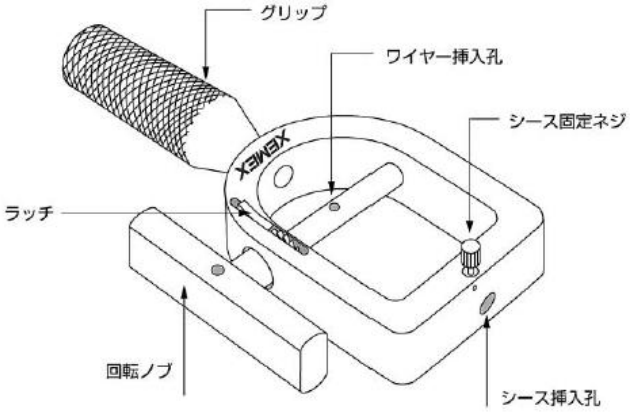
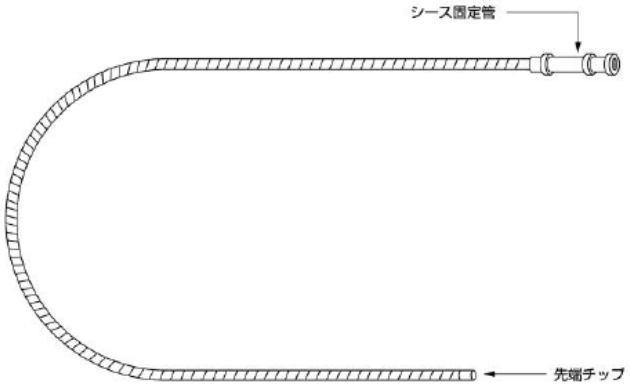

図 7. エンドトリプターハンドル
図 8. エンドトリプターシース
以上を行っても結石が外せない場合、4-5「結石除去が出来ない場合の対処方法」を参考にし、別売の弊社「エンドトリプター」(図 7・図 8)を用いて結石除去を行ってください。
8) 嵌頓の解除が困難な場合は、4-5「結石除去が出来ない場合の対処方法」を参考にし、別売の弊社「エンドトリプター」(図 7・図 8)を用いて結石破砕を試みてください。クラッシャーハンドルに異常が発生している可能性がありますので、クラッシャーハンドルを交換して、最初から砕石の操作を行ってください。
2) 嵌頓の解除が困難な場合は、4-5「結石除去が出来ない場合の対処方法」を参考にし、別売の弊社「エンドトリプター」(図 7・図 8)を用いて結石破砕を試みてください。
3) ワイヤに被せて弊社品エンドトリプターシース LBETS (別売品、図 8) を挿入します。
6) 嵌頓の解除が困難な場合は、4-5「結石除去が出来ない場合の対処方法」を参考にし、別売の弊社「エンドトリプター」(図 7・図 8)を用いて結石破砕を試みてください。
エンドトリプターはエンドトリプターハンドル（図 7）とエンドトリプターシース（図 8）から構成されます。